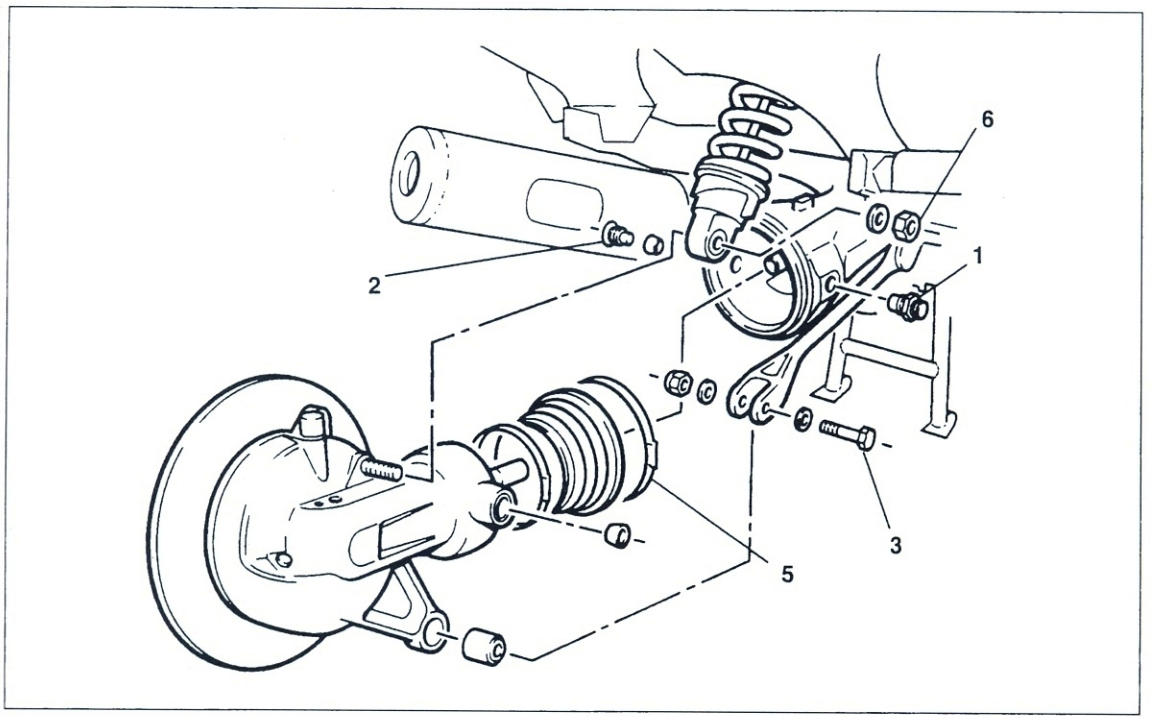
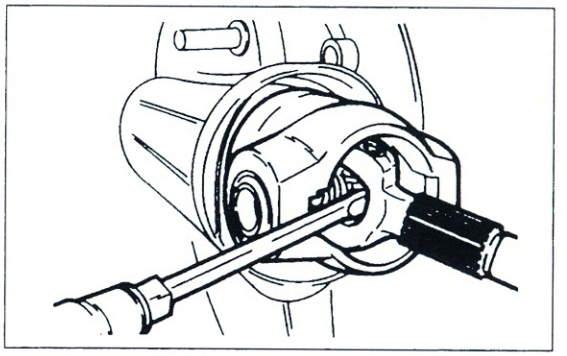

Bild 203
Bild 204
- Lagerzapfen ① Bild 203 lockern.
- Lagerzapfen ② lösen.
- Lagerzapfen ① lösen. Auf Verbleib der Innenlaufringe der Nadellager achten.
- Spannband ⑤ lockern und Strebe ③ am Hinterradantrieb lösen.
- Schiebestück abdrücken (Bild 204) und Öl ablassen.